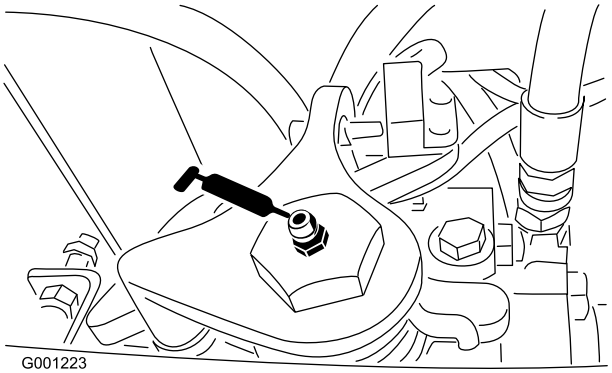

Figuur 40
- As van neutraalstand van transmissie (Figuur 40)